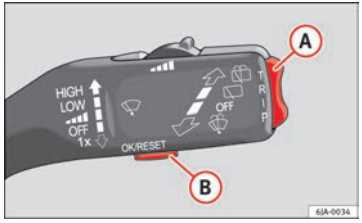

Fig. 36 Windscreen wiper lever: informative display controls
– The **Main menu** is activated by keeping the multifunction lever's rocker switch (A) ⇒ Fig. 36 held down.
– The menu items can be selected with the button (A). Briefly press the button, (B) to display the selected information.
- If a warning appears on the informative display it must be confirmed by pressing the button, (B) ⇒ Fig. 36 ⇒ page 66 before proceeding to the main menu.